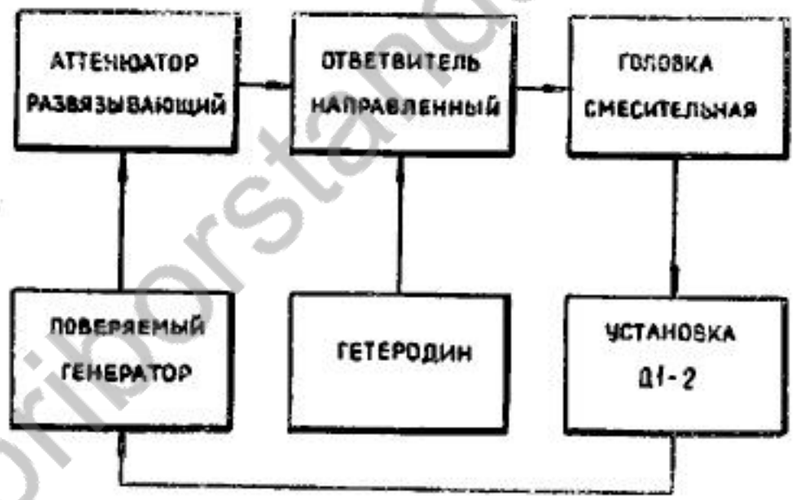

Рис. 21. Схема поверки выходного аттенюатора
12. 4. 7. Определение основной погрешности по ослаблению выходного аттенюатора производите с помощью образцовой установки для калибровки аттенюаторов Д1-2 на трех частотах диапазона генератора, включая крайние частоты, следующим образом (см. рис. 21).